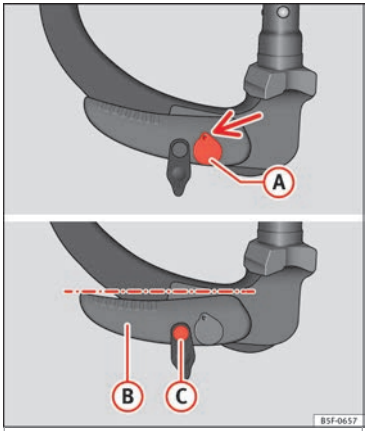

Fig. 222 Posición de reserva: posición de la palanca y el perno de desbloqueo
- La llave (A) ››› **fig. 222** se encuentra en la posición desbloqueada (la parte agujereada de la llave se muestra hacia arriba).
- La palanca (B) ››› **fig. 222** se encuentra en la posición inferior.
- Se puede mover el perno de desbloqueo (C) ››› **fig. 222**.